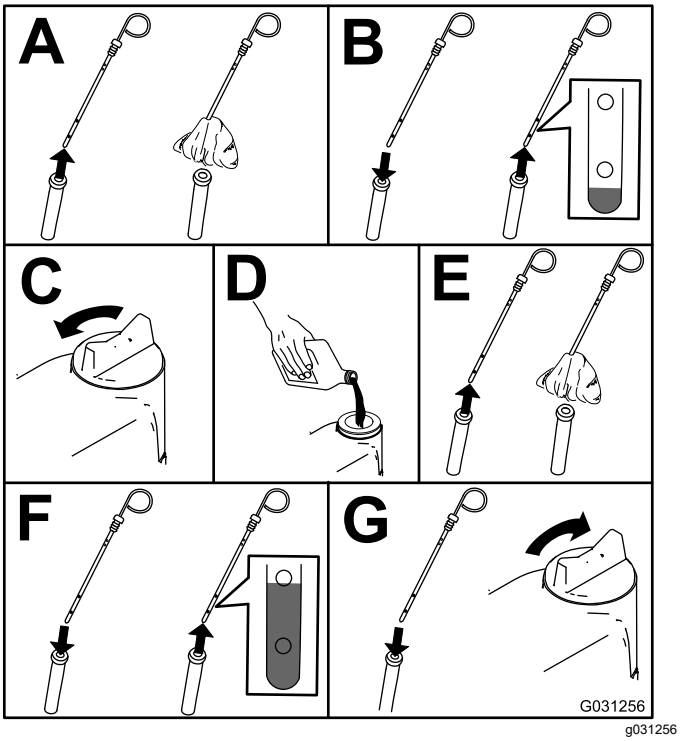

Figur 52
2. Kontroller motoroliestanden. Se Figur 52.